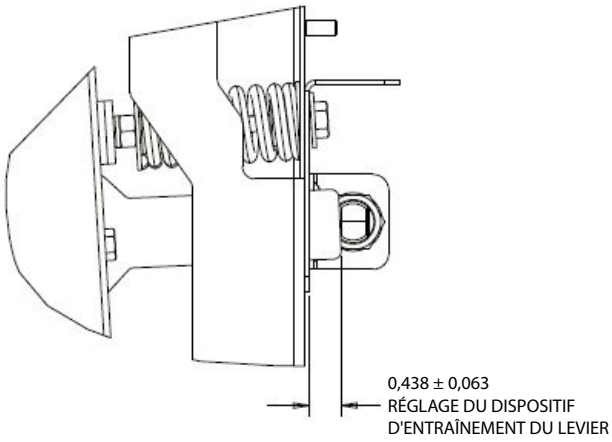

Fig. 48
5. Vérifiez la position de la plaque de l'actionneur antiblocage de la bande transporteuse et le capteur de blocage pour vous assurer qu'ils sont positionnés tel qu'illustré ci-après et les régler si besoin est (Fig. 48 et 49).